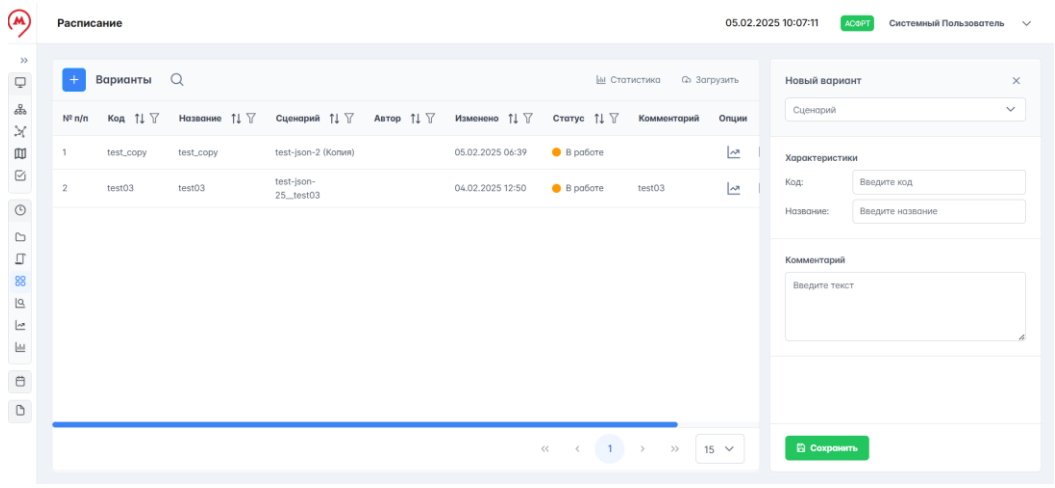

Рисунок 213 – Создание варианта
1. Нажать  на панели управления, справа от таблицы данных отроется окно "Новый вариант" (рисунок 213).